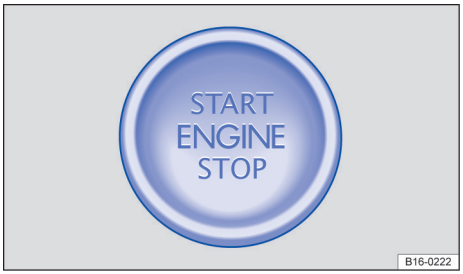

Fig. 87 Na parte inferior do console central: botão de partida para ligar o motor.
– *Veículos com botão de partida:* pressionar o botão de partida brevemente → Fig. 87. Se o motor não puder ser desligado, executar o desligamento de emergência → Página 112.